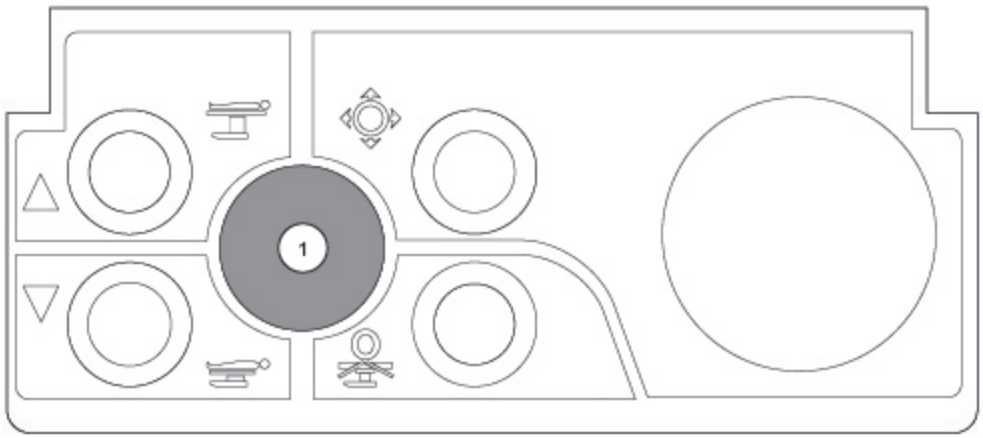

Figure 8-5. Voyant lumineux
Voir *Figure 8-5* et consulter *Tableau 8-3* pour une explication du fonctionnement du voyant lumineux (1) sur la manette.